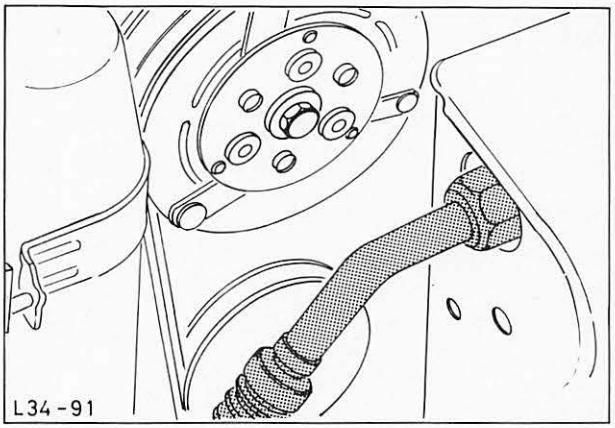

Abb. 62 Druckschlauch vom Kondensator abbauen
10. Druckschlauch vom Kondensator und Kondensator, Abb. 62, von den Kühlerhalteblechen abbauen (4 Schrauben) und nach innen zum Motor herausnehmen.